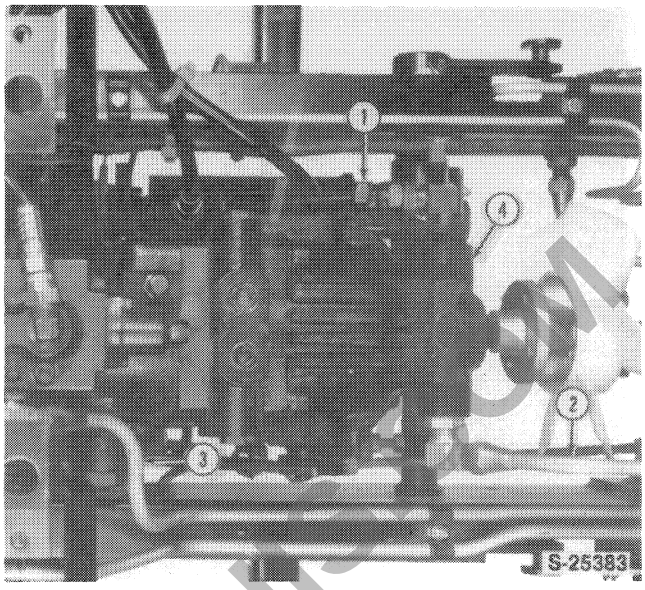

**FIGURE 5-15**
1. If not previously removed, remove the suction (inlet) line, 1, from the filter and charge pump connector, Figure 5-15.
2. Remove the high pressure tube, 2, from the charge pump and hydraulic system control valve, Figure 5-15 (less power steering model).
3. Remove the pressure tube, 3, from the filter adaptor and HST port block, Figure 5-15.